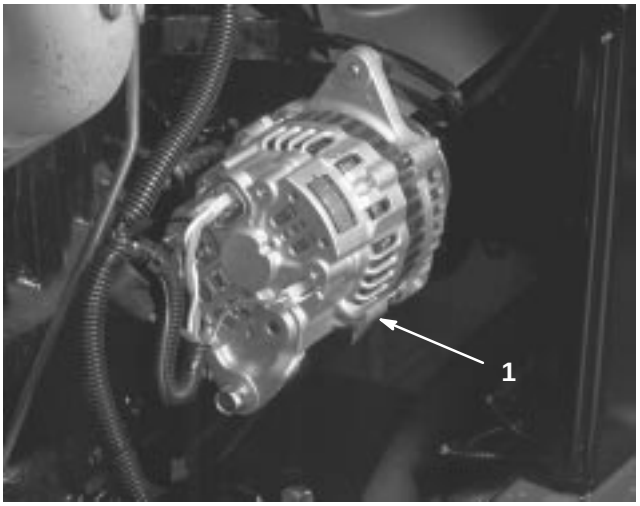

Figure 43
C. Loosen the 3 bolts securing alternator to plate and mounting bracket (Fig. 43). Rotate alternator away from engine to increase tension and tighten bolts. Check belt tension after adjustment and re-adjust, if necessary.